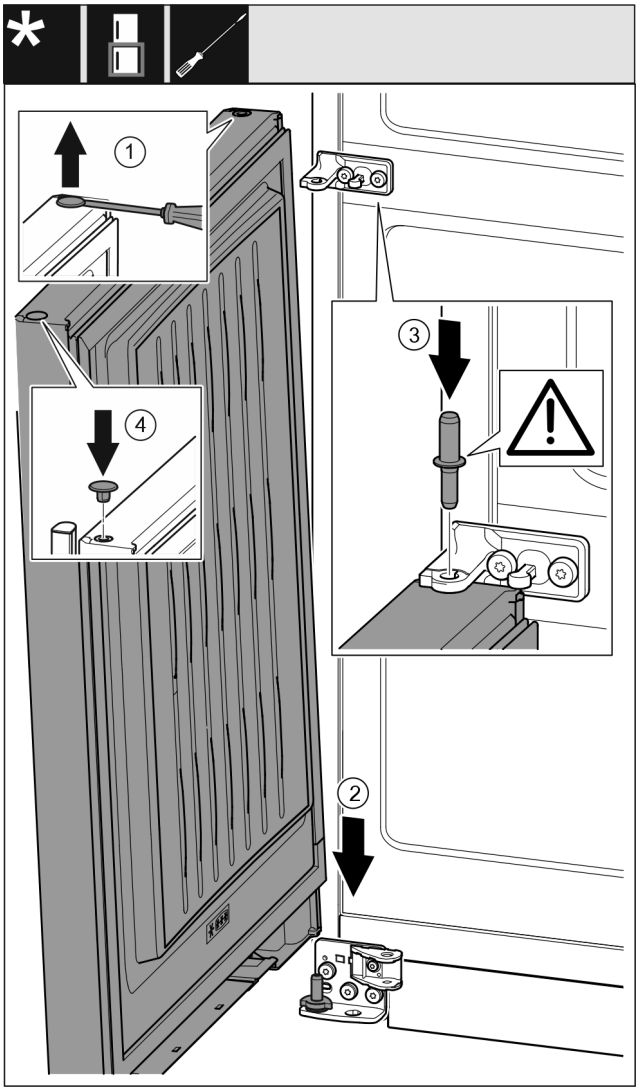

Fig. 37
▶ Paceliet uzmanīgi ar plakano skrūvgriezi un izvelciet ārā aizbāzni *Fig. 37 (1)*.
▶ Uzlieciet durvis *Fig. 37 (2)* no augšas uz apakšējās gultņa tapas.
▶ Ievietojiet vidējo gultņa tapu *Fig. 37 (3)* vidējā gultņa balstā apakšējās durvīs. Uzmaniet, lai fiksācijas izcilnis būtu vērsts virzienā uz aizmuguri.
▶ Ievietojiet atpakaļ aizbāzni *Fig. 37 (4)* otrā durvju pusē.